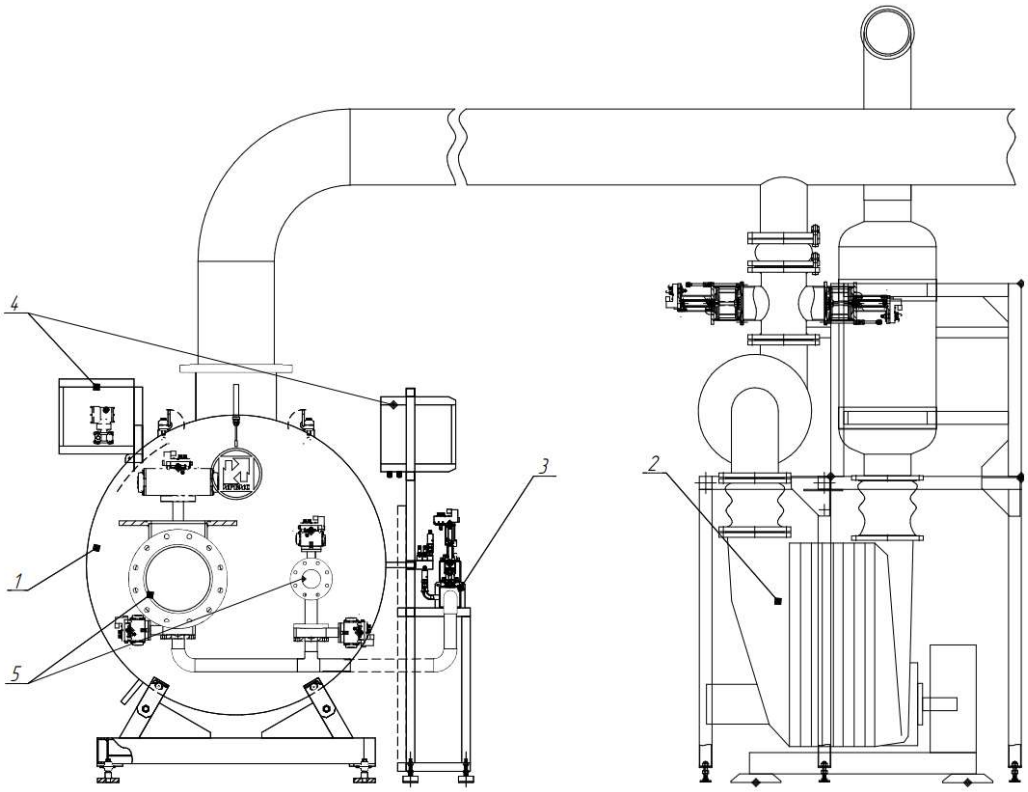

Рисунок 1 – *Состав установки ИРВИС-УПГ. 1 – БРБ; 2 – воздуходувка[2]; 3 – БРМ; 45 – шкаф СКУ; 5 – ИМ*
2.3.1 Установки состоят из блока расходов больших (далее – БРБ) рис. 1, блока расходов малых (далее – БРМ), измерительных магистралей (далее – ИМ), набора контрольно-измерительных приборов (далее – КИП), постов поверки, устройства создания и регулирования расхода газа, а также вспомогательного оборудования (далее – ВО).